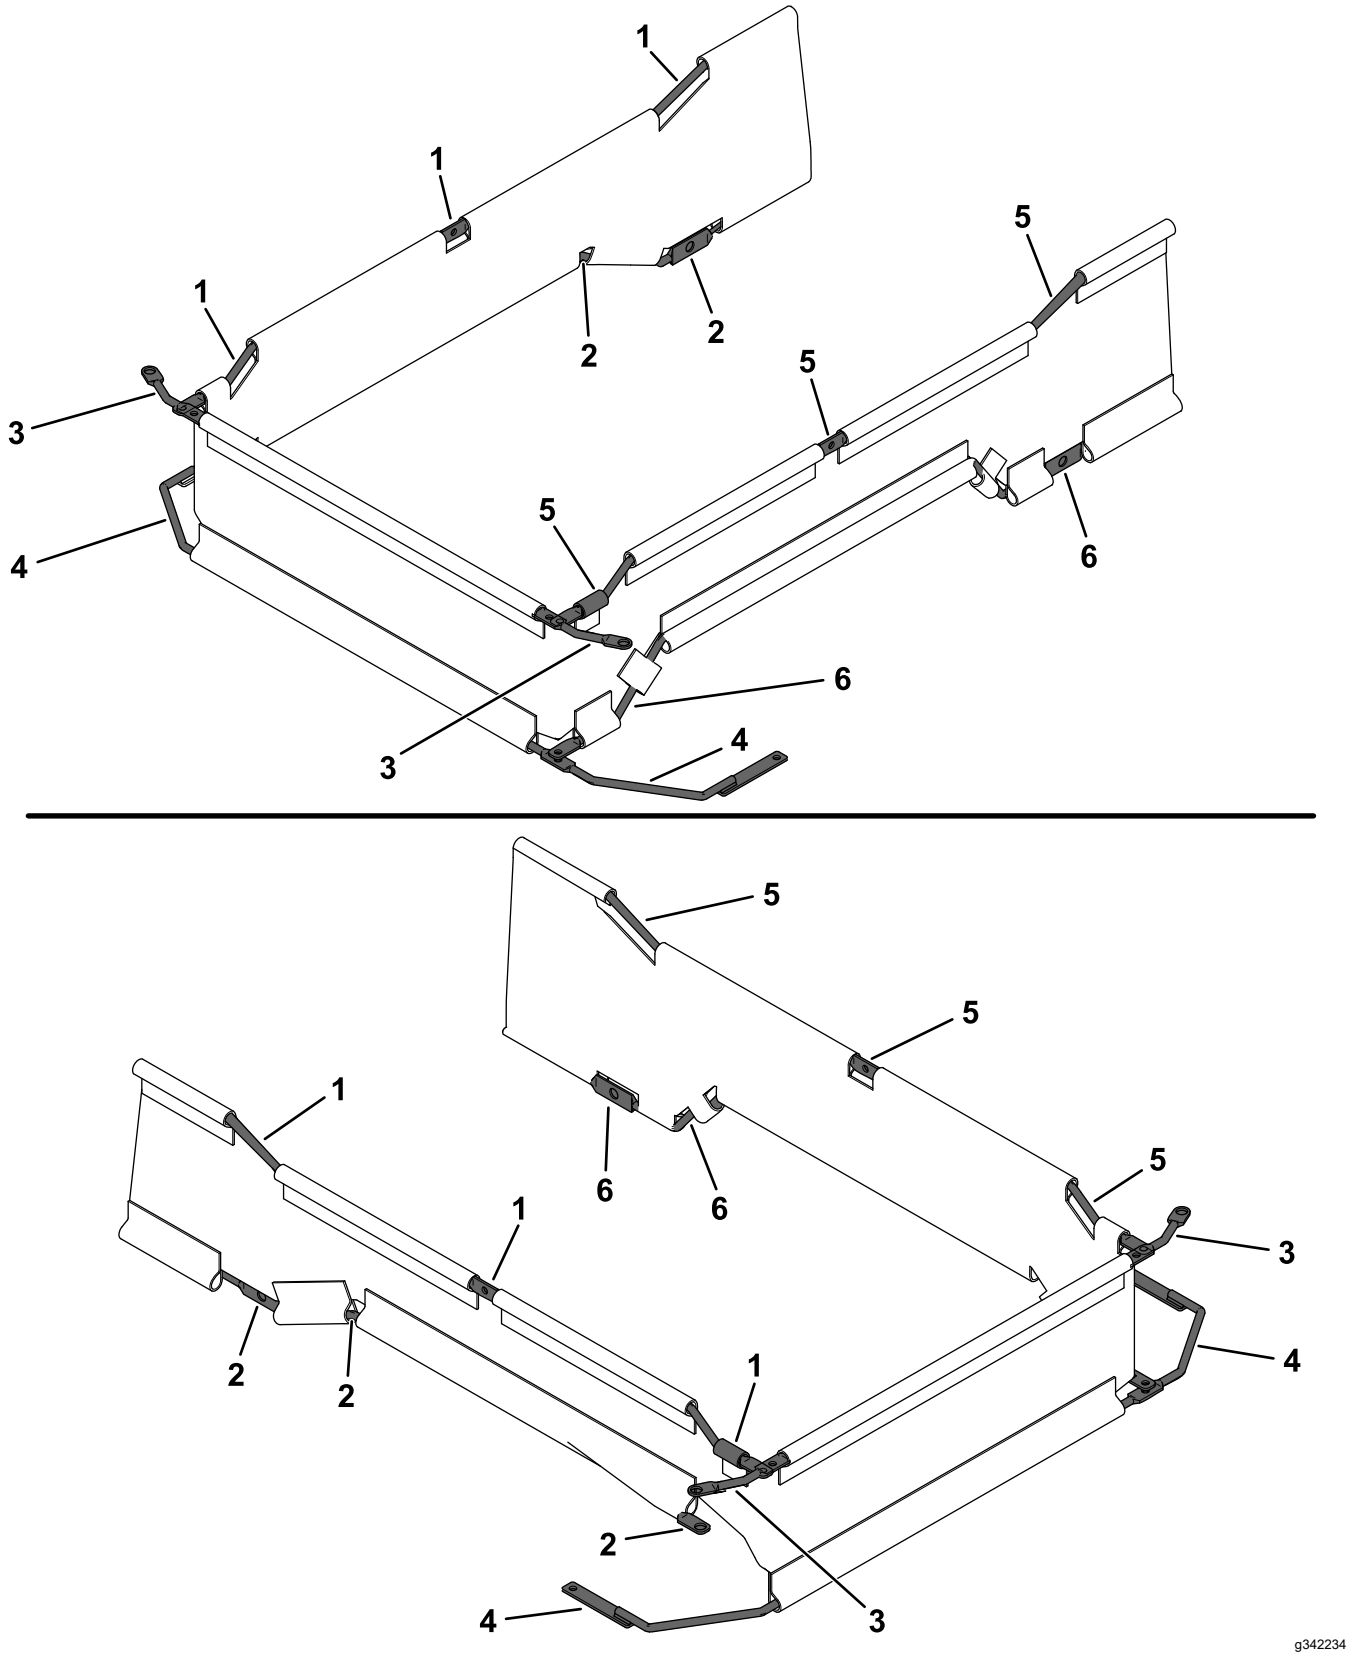

Figuur 13
1. Draai 1 voorste steunstang bovenaan, 1 voorste steunstang onderaan, 1 steunstang links bovenaan, 1 steunstang rechts bovenaan, 1 steunstang links onderaan en 1 steunstang rechts onderaan in de kap van de beschermplaat (Figuur 13).